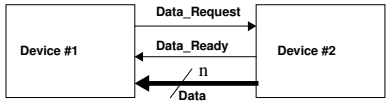

Figure 1 - *Handshaking*
3. Recall from lab #6, that to transmit data between two devices, it is often necessary to provide *handshaking* signals that ensure that the data is received correctly. This is particularly true when two devices are running at very different speeds. Consider the situation illustrated in Figure 1, in which **n** bits of data are to be transmitted from